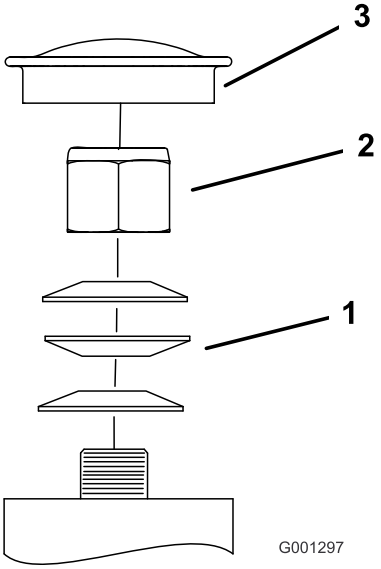

**Figuur 52**
3. Verwijder de stofkap van het zwenkwiel en draai de borgmoer aan (Figuur 52).
4. Draai de borgmoer aan totdat de veerringen vlak liggen, en draai deze vervolgens een 1/4 slag terug om de voorspanning op de lagers correct af te stellen (Figuur 52).
**Belangrijk: De veerringen moeten op de juiste wijze worden gemonteerd zoals wordt getoond in Figuur 52.**
5. Plaats de stofkap (Figuur 52).